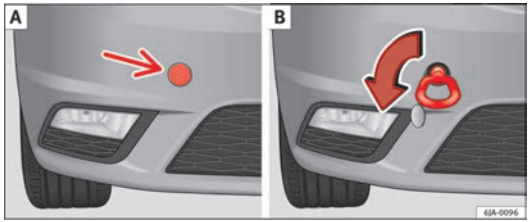

Fig. 138 Front bumper: towline anchorage cover/fitting
– Press on the left of the cover as indicated by the arrow ⇒ Fig. 138 - A.
– Screw in the towline anchorage anti-clockwise by hand as far as it will go ⇒ Fig. 138 - B.